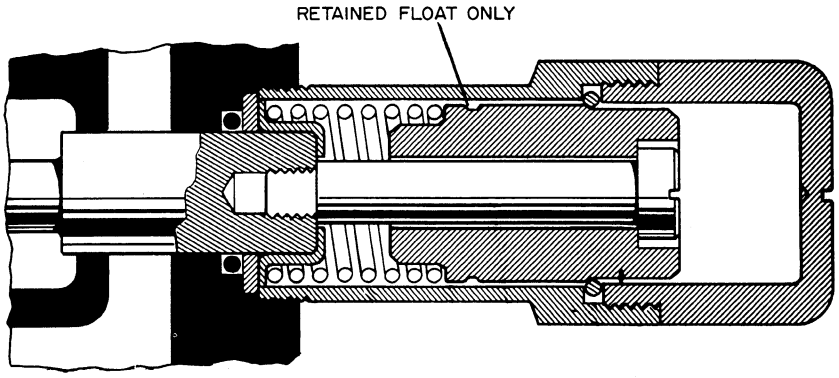

Figure D-8
1. The four position spool and detent mechanism, with the Raise, Neutral, Lower and Retained Float features, Figure D-8 is retained only in the float position. This type of spool is spring centered to return automatically to Neutral from either the Raise or Lower position.